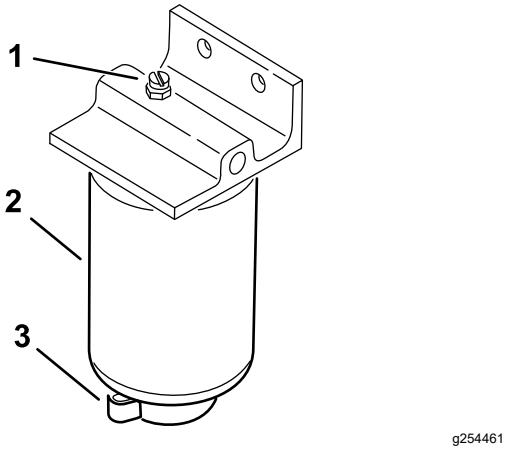

Figur 36
4. Åbn filteraftapningsventilen og ånderørsventilen (Figur 36).